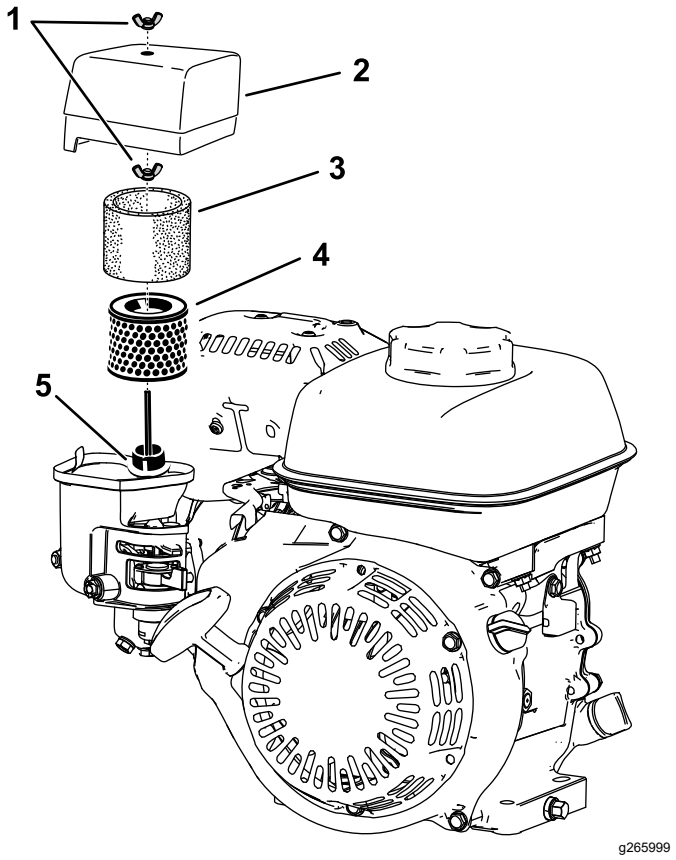

Figura 17
2. Retire la tuerca de orejeta que fija la cubierta del limpiador de aire (Figura 17).